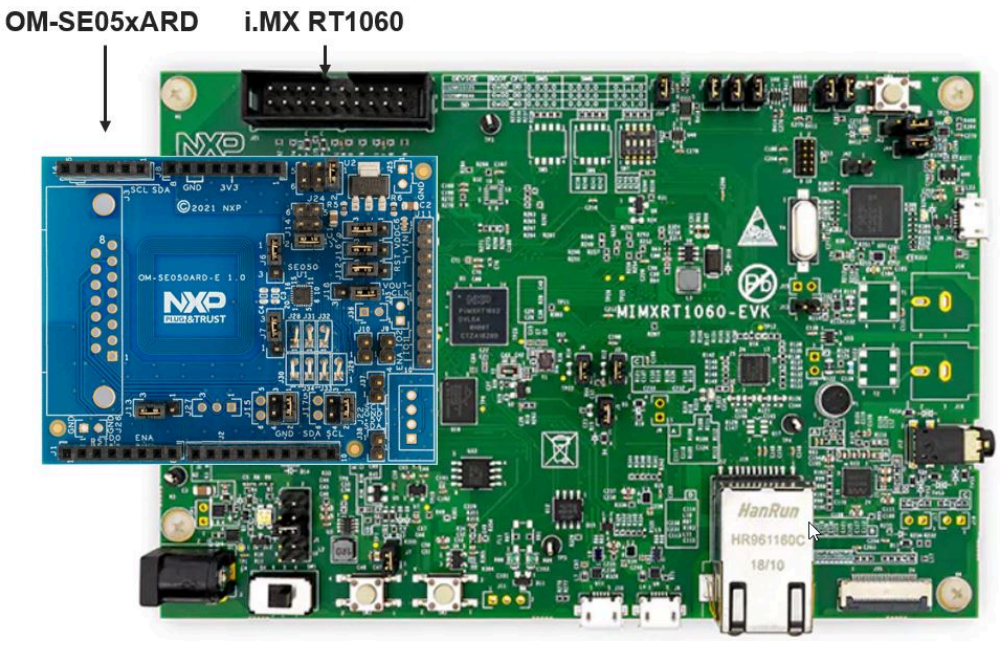
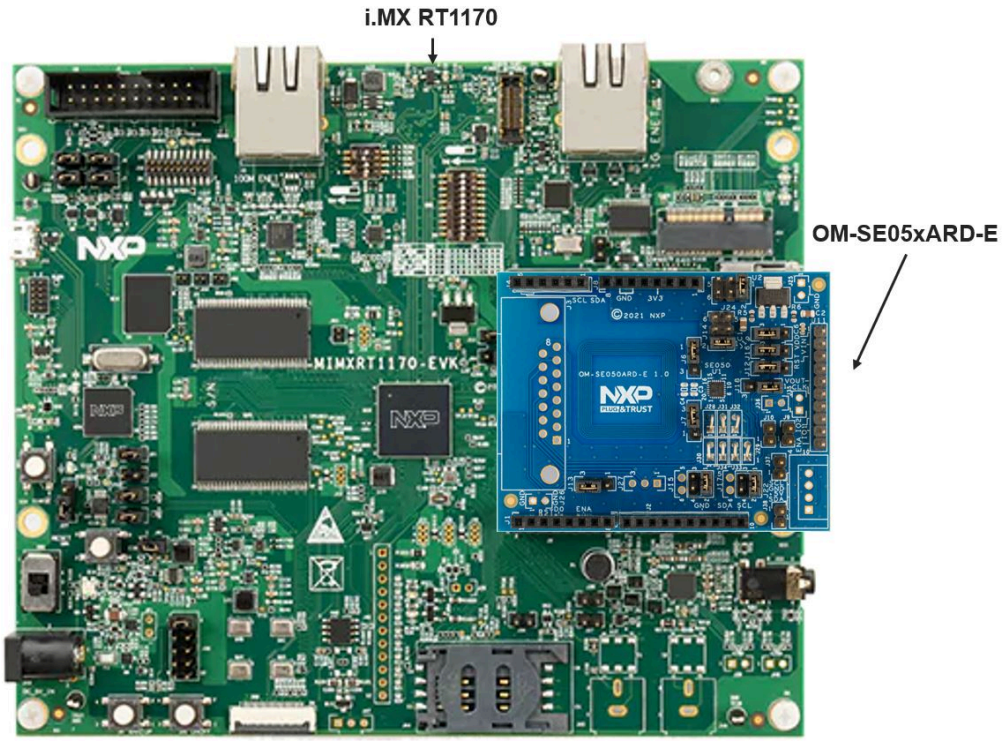

Figure 4. OM-SE05xARD mounted in i.MX RT1060 board
Figure 5. OM-SE05xARD mounted in i.MX RT1170 board
3. Double check that the two boards are connected as shown in Figure 4 (for i.MX RT1060 board) or Figure 5 (for i.MX RT1170 board):